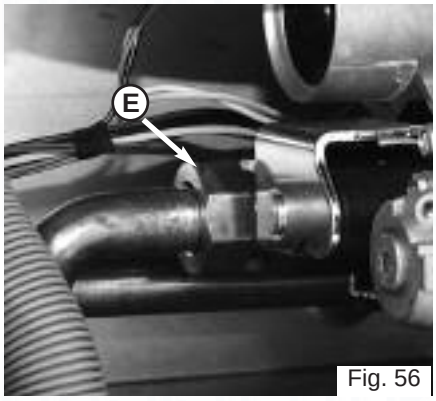

Fig. 56
8. Unscrew the gas valve nut **E** (Fig. 56);